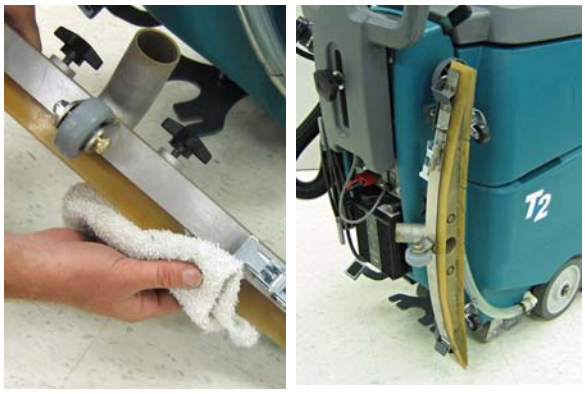

AFB. 39
6. Veeg de vloerwisserbladen schoon (afbeelding 39). Zet de vloerwissereenheid omhoog en hang de eenheid op de opbergbeugel, wanneer de machine niet wordt gebruikt.